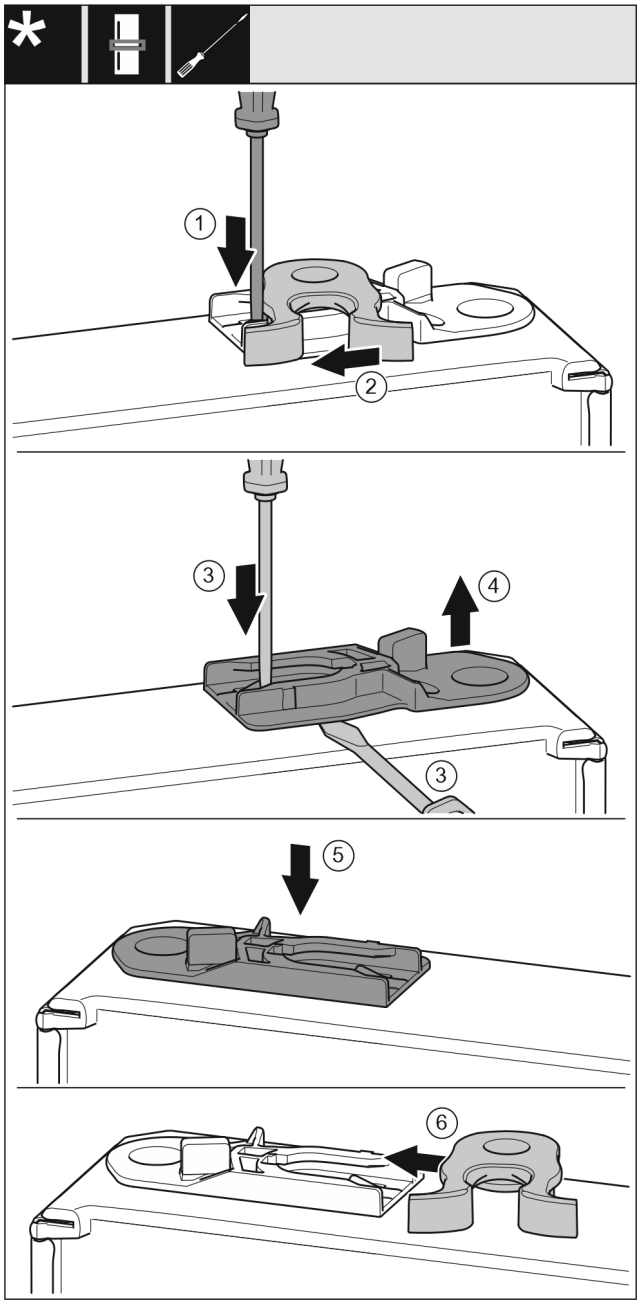

*Fig. 52 **
- ▶ Lasche *Fig. 52 (1)* mit Schlitzschraubendreher nach unten drücken.*
- ▶ Schließhaken *Fig. 52 (2)* aus Führung ziehen.*
- ▶ Führungsbuchse *Fig. 52 (3, 4)* herausziehen: Lasche mit Schlitzschraubendreher drücken und gleichzeitig mit Schlitzschraubendreher unter Führungsbuchse fahren.*
- ▶ Im Lieferumfang beiliegende Führungsbuchse *Fig. 52 (5)* auf anderer Gehäuseseite einschieben.*
- ▶ Schließhaken *Fig. 52 (6)* in Führung schieben.*